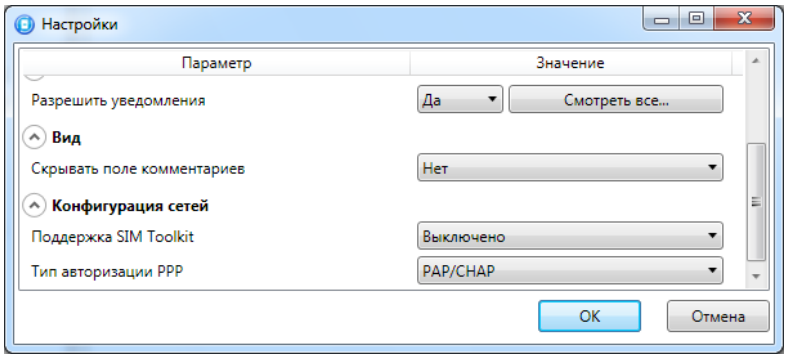

Рис. 11.12. Окно *Настройки*
2. В открывшемся окне *Настройки* (рис. 11.12) выберите для параметра *Поддержка SIM Toolkit* значение *Включено* или *Выключено*.